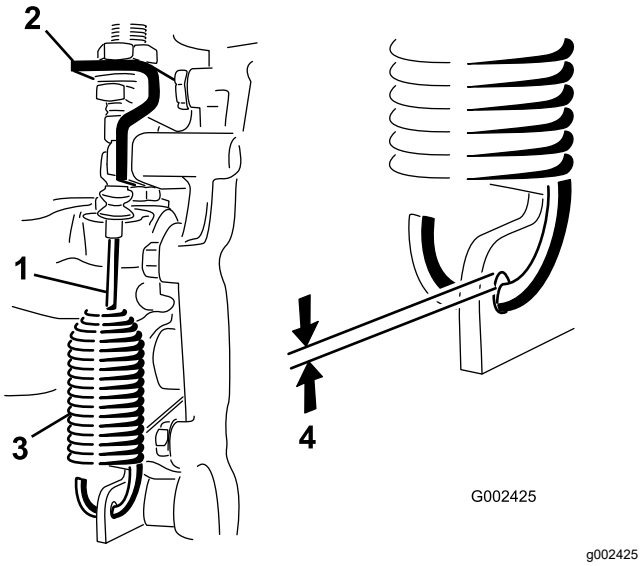

Figuur 55
2. Draai de contramoeren los waarmee de kabel van de differentieelvergrendeling vastzit aan de beugel op de transaxle (Figuur 55).